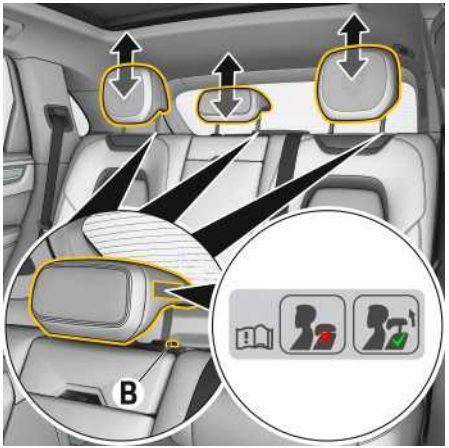

Рис. 144: Регулировка подголовников задних сидений по высоте
- Следите за тем, чтобы соответствующий подголовник всегда был зафиксирован до конца, как описано на предохранительном ярлыке (рис. 144).